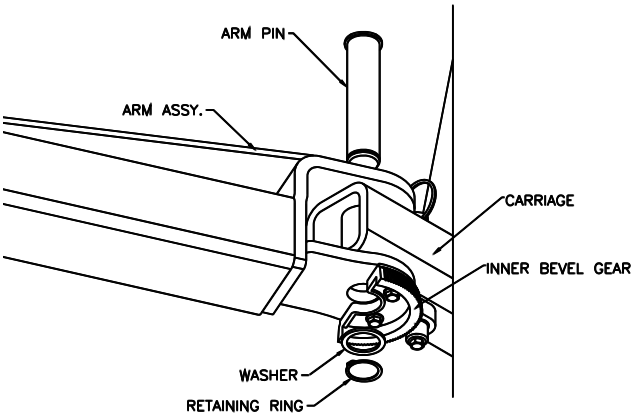

Fig 24 –Arm Pin Keeper Install
83) Install the provided retaining ring onto the pin with tool, **Fig 24**.